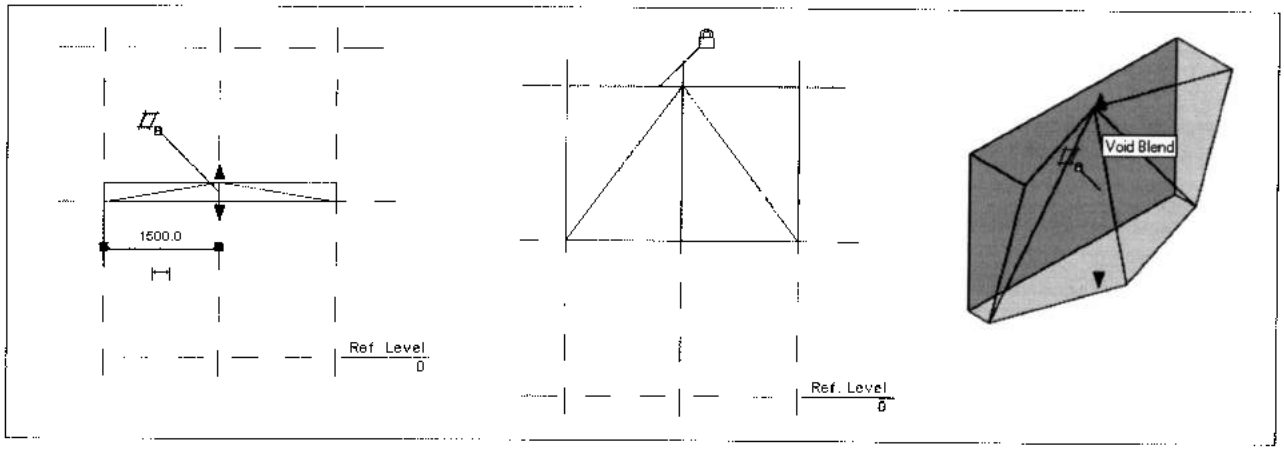

Рис. 16.14. *Выравнивание верхней половинки основы*
h. В Навигаторе семейства перейти на вид *Exterior*. Выбрав на ленте **Modify** в разделе **Edit** команду **Align** (Выровнять), выровнять верхнюю кромку основы с фиксацией по верхней опорной плоскости (рис. 16.14).